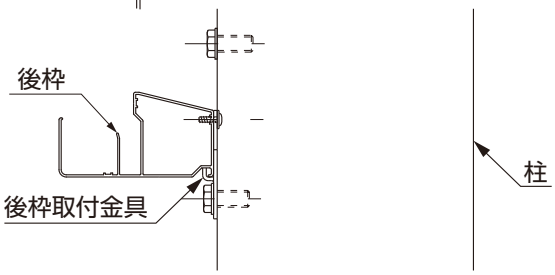

図3-1
①後枠を後枠取付金具に【1-4】で取付けてください。（図3-1参照）